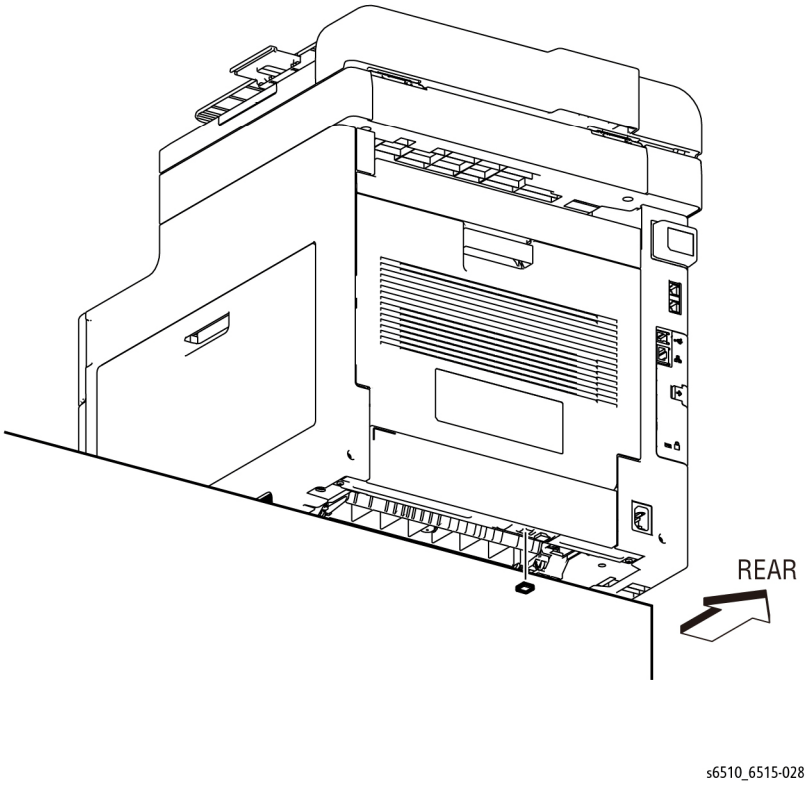

Figure 2 Replace the Rear Bottom Foot
4. Refer to Figure 2 to replace the back foot.